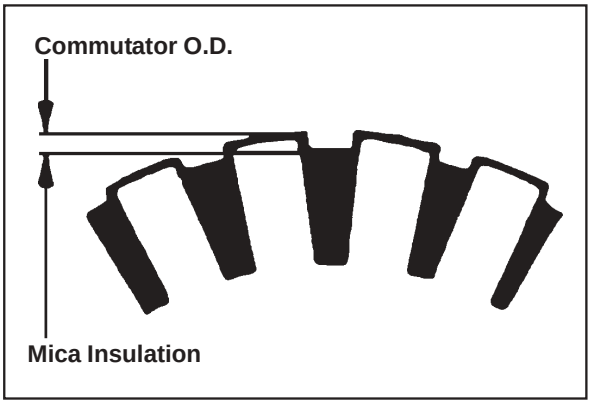

Figure 8-57. Commutator Mica Inspection.
1. Clean and inspect the commutator (outer surface). The mica insulation must be lower than the commutator bars (undercut) to ensure proper operation of the commutator. See Figure 8-57.